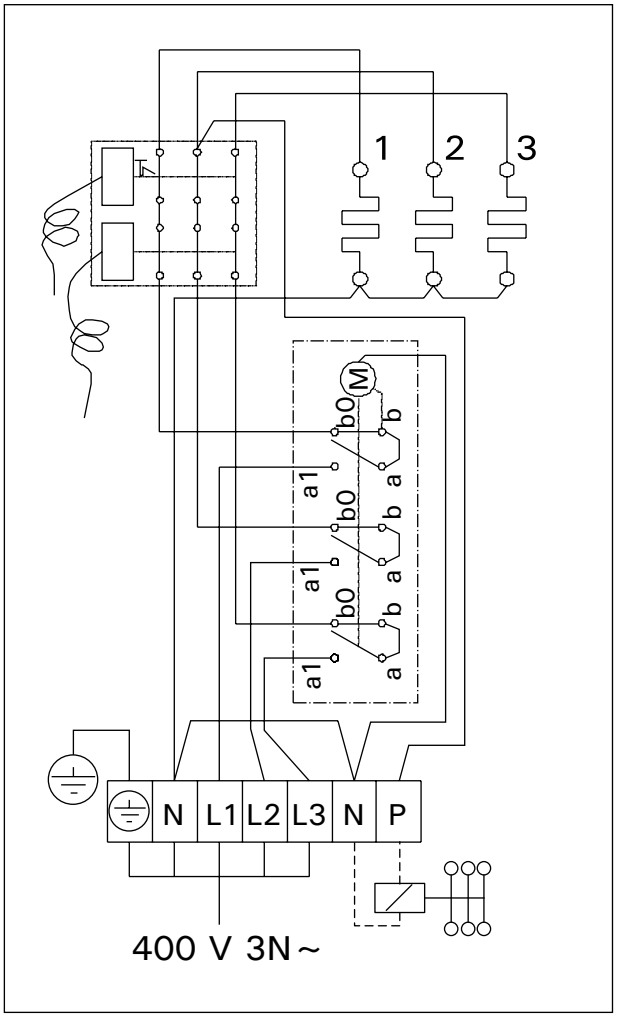

Рисунок 10. Схема подключения
- Кроме клемм питания каменки CS оснащены также клеммой (P), которая делает возможным управление электрическим нагревом (рис. 10). Управляющее напряжение передается от каменки, когда он включен. Кабель управления электронагревом подводят прямо к соединительной коробке каменки и дальше с помощью резинового кабеля, равного по сечению соединительному кабелю, к клеммнику.